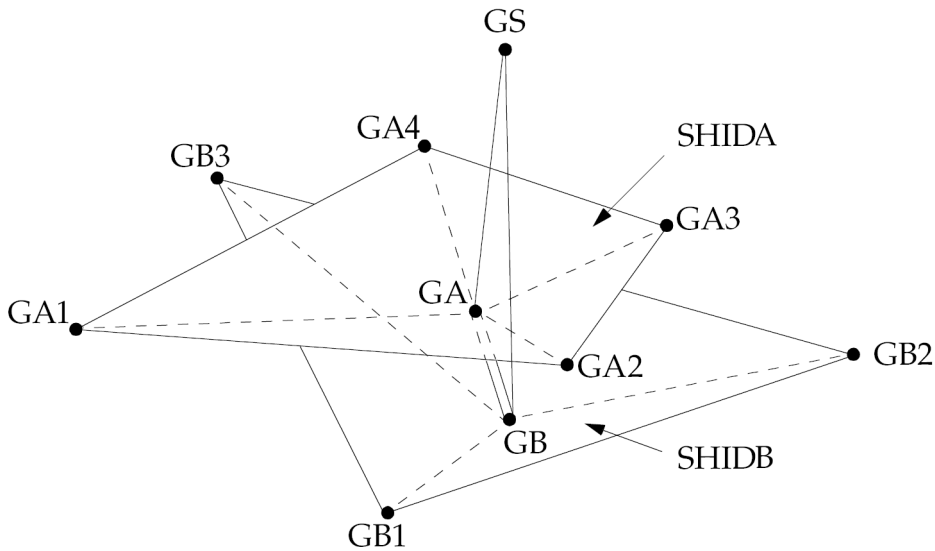
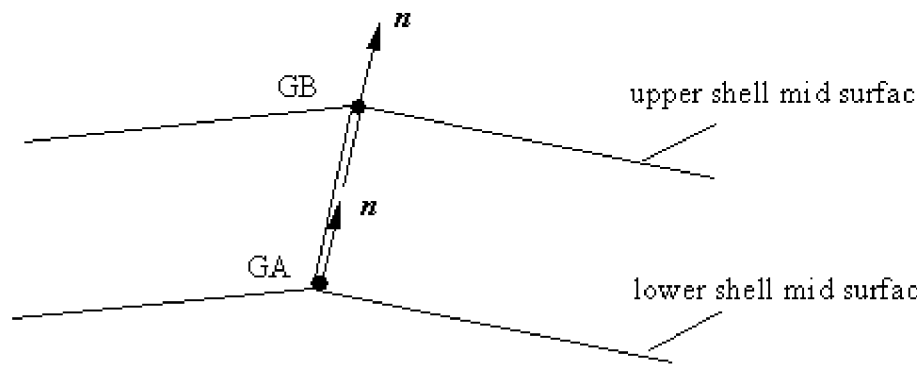

Figure 12-69. Patch-to-Patch Connection Defined with Format GRIDID or ELEMID
Figure 12-71. Point-to-Point Connection Defined with Format ALIGN
6. CWELD defines a flexible connection between two surface patches, between a point and a surface patch, or between two shell vertex grid points. See Figure 12-69 through Figure 12-71.